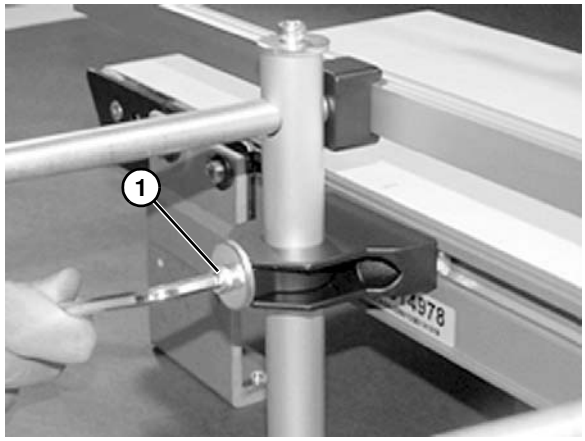

Abbildung 26
7. Schienenhöhe mit der unteren Schraube einstellen **(Abbildung 26, Teil 1)**.